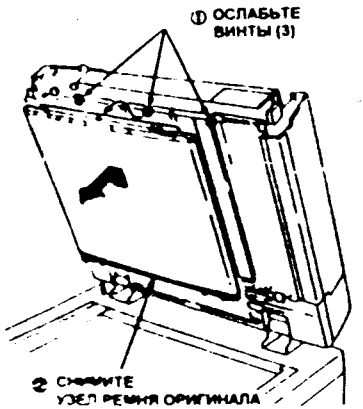

Рис. 1
3. (Рис. 1): Снимите узел ремня оригинала.